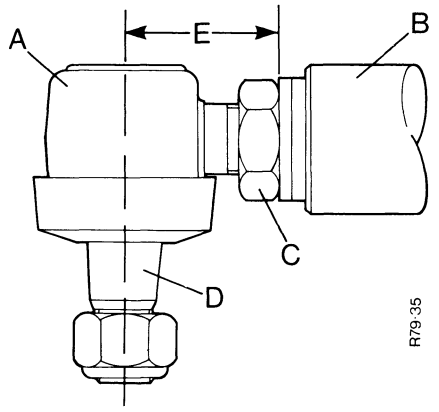

FIGURE 41. BALL SOCKET SETTING
16. Adjust one ball socket so that the centre of socket is 42·9 mm from the end of the ram rod. See Figure 41.